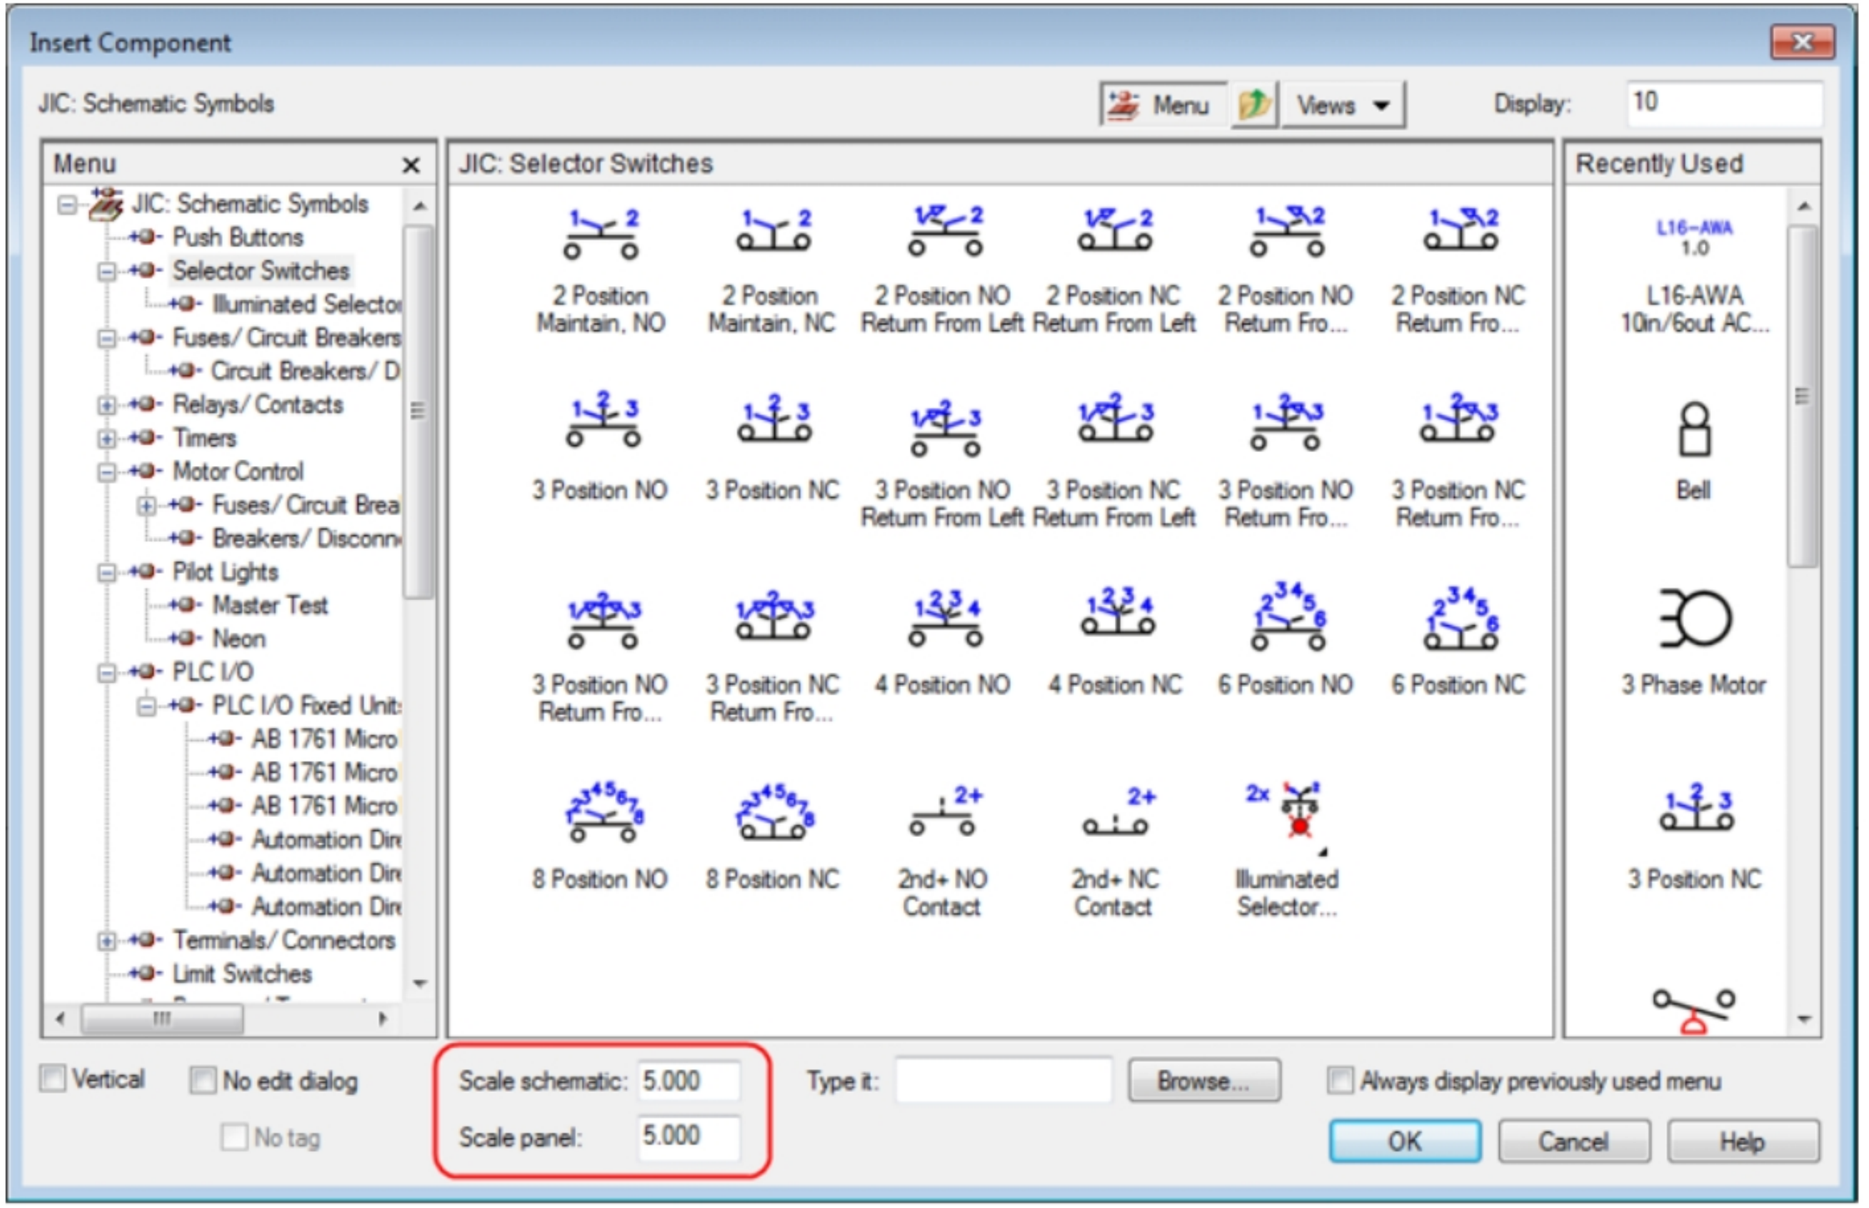

Figure-58. Insert Component dialog box with Selector Switches
- Click on the **Selector Switches** category in the dialog box. The components in the dialog box will be displayed as shown in Figure-58. Note that you might need to change the scale of the component to properly display it in the drawing by using the edit boxes highlighted in a box in Figure-58.